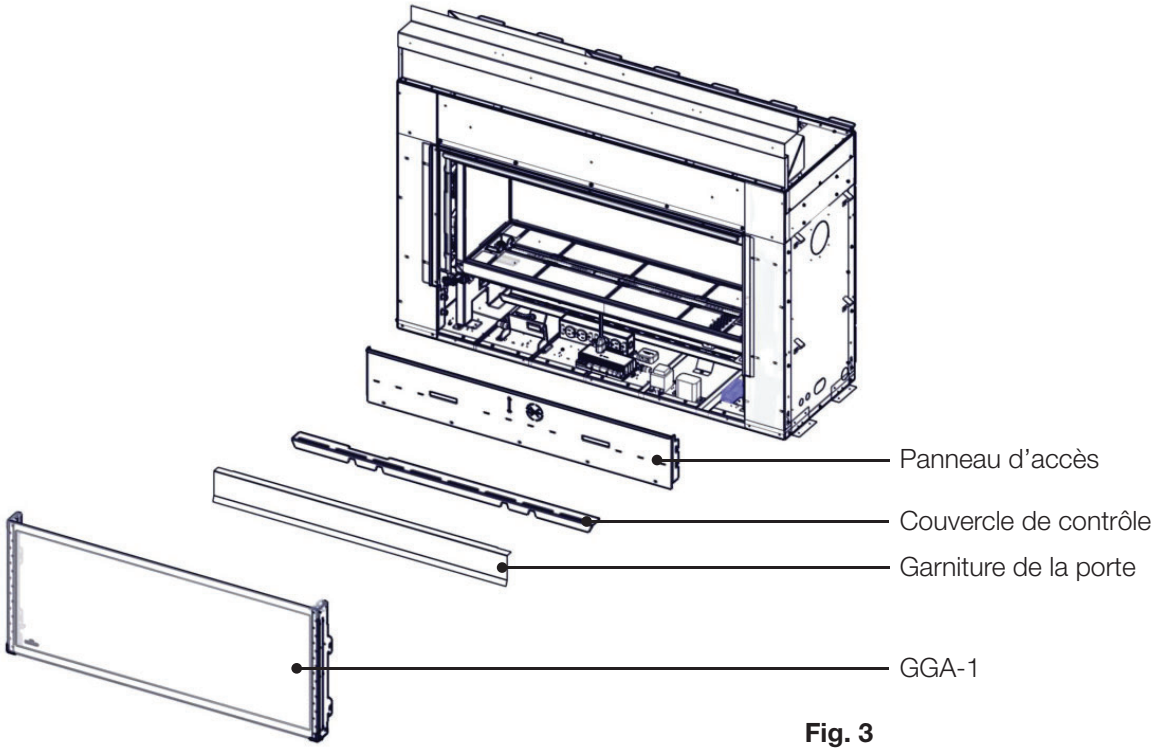

Fig. 3
3. Pour faciliter l'installation au moment de l'ajustement préliminaire, retirez la garniture de la porte, le couvercle de contrôle et le panneau d'accès **(Fig. 3)**.